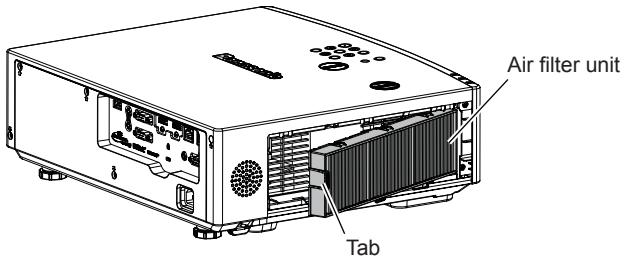

Fig. 1
1) **Attach the air filter unit to the projector. (Fig. 1)**